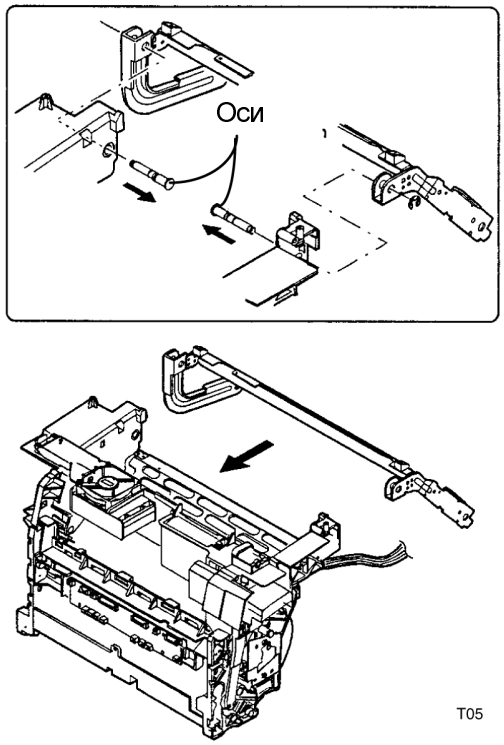

Рисунок 8. Снятие осей и узла переноса
14. (Рисунок 8): Придерживая узел барабана переноса, выньте оси. Снимите узел переноса.